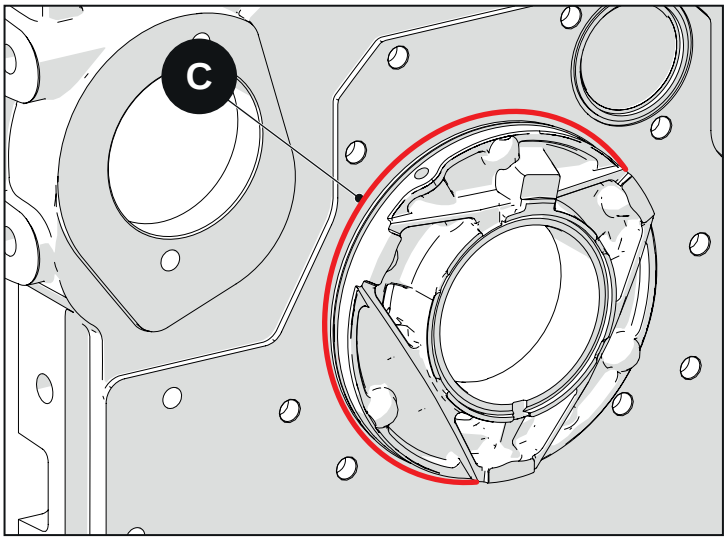

Fig. 2.131
- Déposer un cordon de silicone de 2 mm d'épaisseur autour du joint torique tel qu'indiqué dans la fig.2.131.